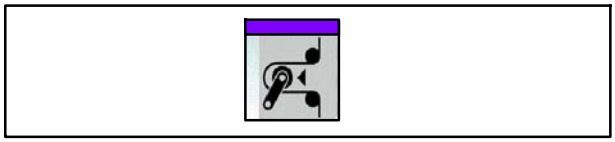

Fig. 82 Touche Enclencher/couper la tension de bande
10. Appuyer sur la touche Enclencher/couper la tension de bande (Fig. 82) pour enclencher la tension de bande